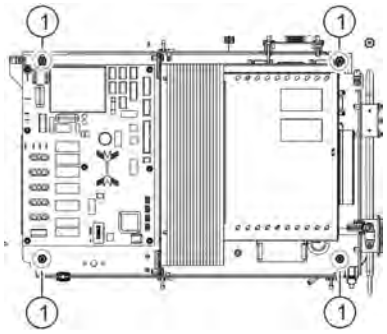

Fig. 40: Screws of the support plate
Firmly hold the support plate and loosen the 4 screws (HW4) and remove (*Fig. 40*/1).
3. Position the support plate with frequency converter (A2) on the device and insert 4 screws (HW4) and firmly tighten (*Fig. 40*/1).